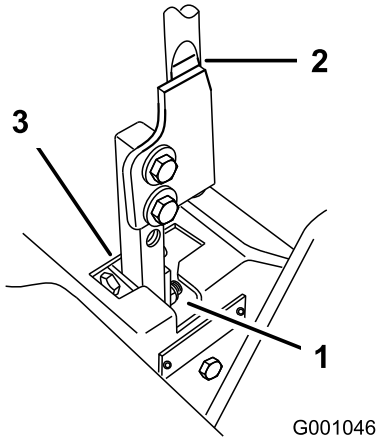

Figur 63
5. Flyt grebet til den neutrale position, men ikke låst (Figur 63).
6. Træk håndtaget tilbage, indtil gaffelbolten (på armen under drejeakslen) berører enden af åbningen (begynder netop at lægge tryk på fjederen) (Figur 63).
7. Kontroller, hvor håndtaget er i forhold til hakket i konsollen (Figur 63). Det skal være i midten, så håndtaget kan dreje udad til den neutrale låseposition.